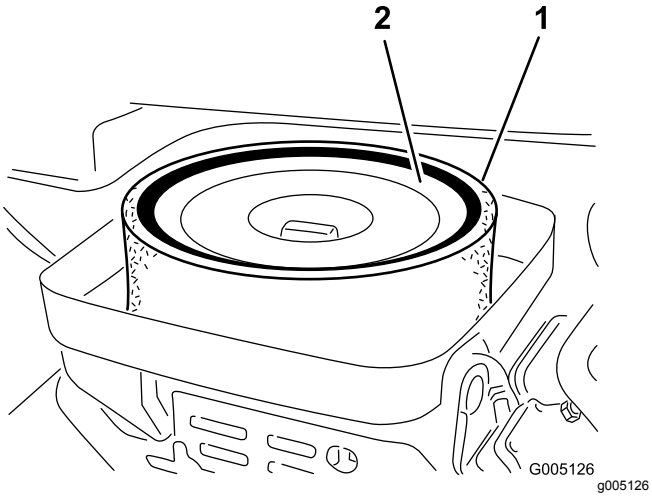

Figuur 37
3. Maak de vleugelmoer los waarmee de elementen zijn bevestigd aan de luchtfilterbehuizing (Figuur 37).
4. Als het schuimelement vuil is, moet u dit verwijderen van het papierelement (Figuur 37) Dit moet grondig worden gereinigd. Ga hierbij als volgt te werk: